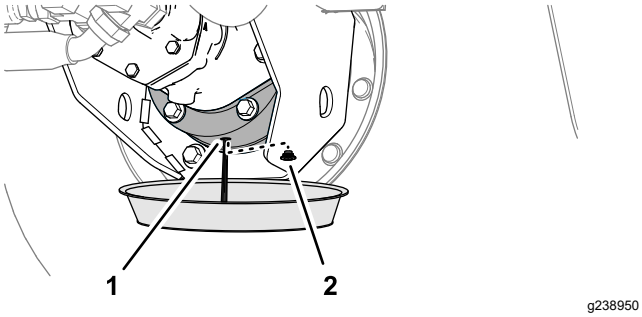

**Bild 100**
6. Stellen Sie eine Auffangwanne unter das Bremsgehäuse, entfernen Sie die Ablassschraube und lassen Sie das Öl vollständig ablaufen (Bild 100).